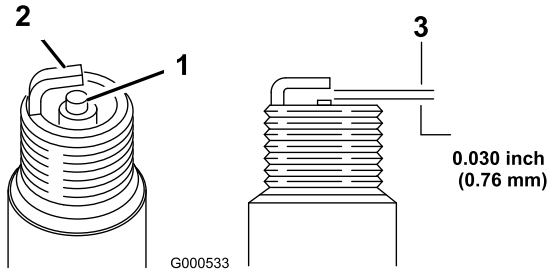

Figur 30
2. Koble ledningen fra tennpluggen (Figur 30).
5. Juster åpningen på tennpluggen til 0,76 mm (Figur 30).